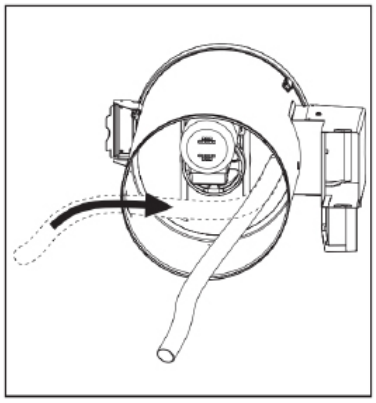

Fig. 11.
- Tirez le tube de vidange hors de l'ouverture du cylindre arrière (Fig. 11).